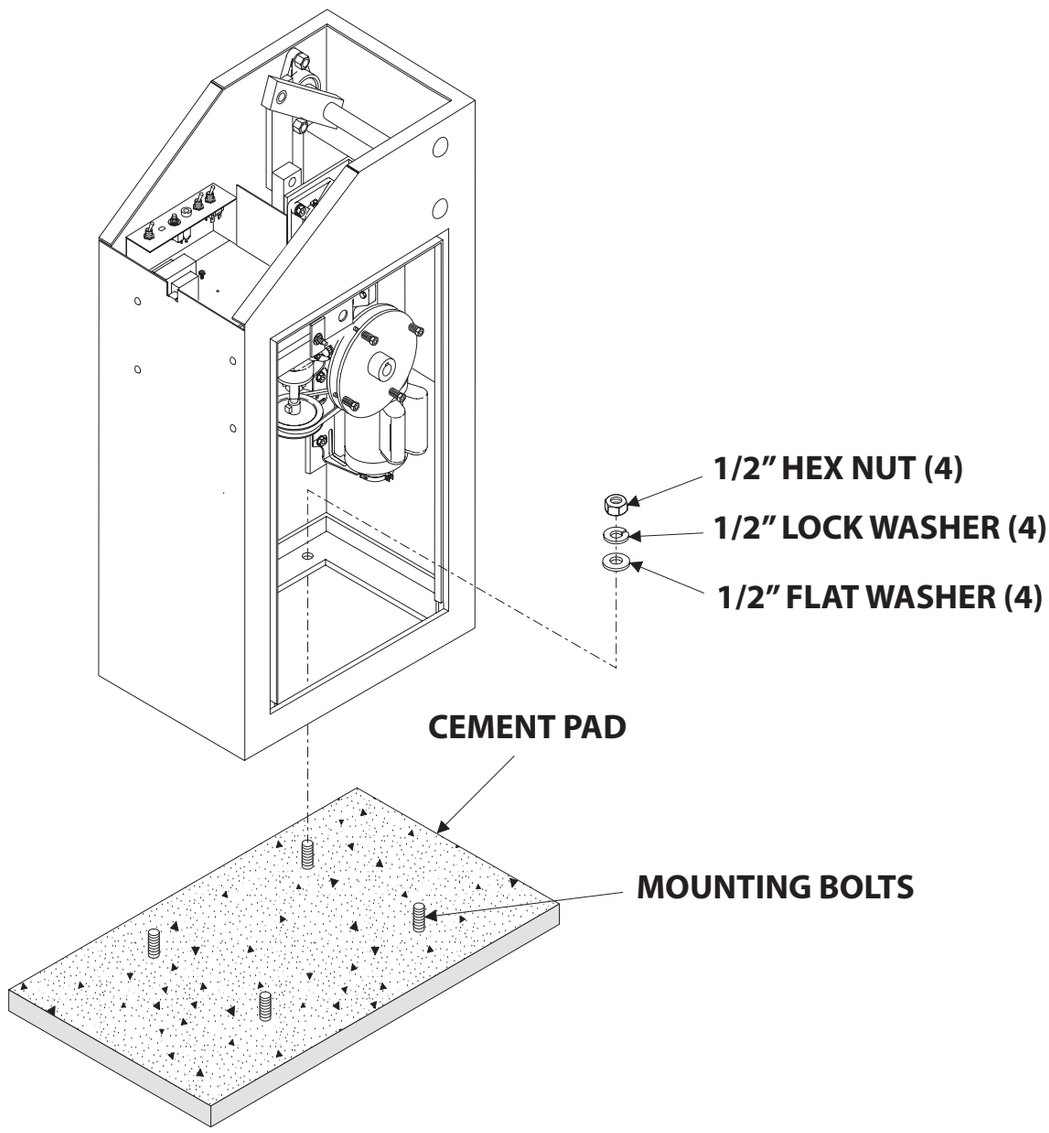

FIGURE 2
3. Mount operator on pad so that mounting bolts locate in operator base frame mounting holes and operator is parallel to fence line (See **Figure 2** below).
4. Secure operator to cement using ½" flat washers, lock washers and hex nuts as shown in **Figure 2**.